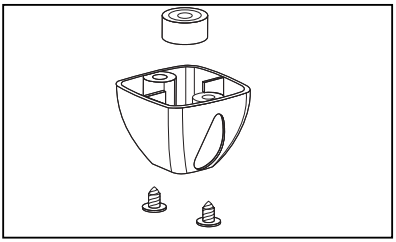

Afbeelding 11.
11. Andere voetsteuntjes aanbrengen (Afb. 11)